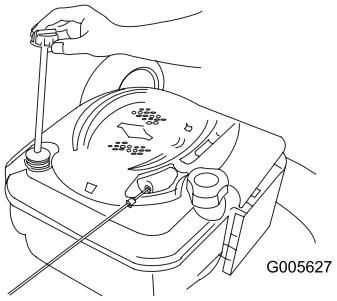

Figur 31
2. Tag målepinden ud (Figur 31).